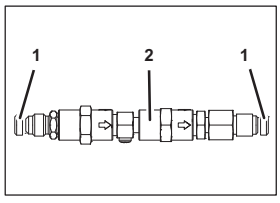

Fig. 73
3. Check the seals (Fig. 73/1) for damage.
Replace any damaged seals (Fig. 73/1).
4. Position the new non-return valve (Fig. 73/2) within the unit.